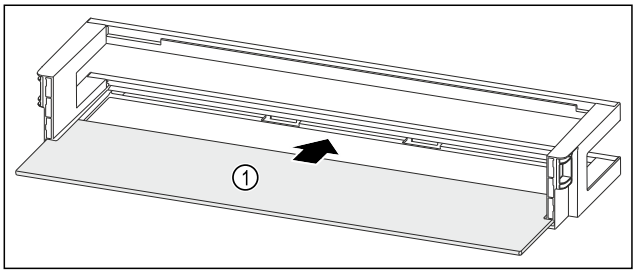

Fig. 102 Estantes en la contrapuerta con estante
▶ Introduzca el estante *Fig. 102 (1)* en los huecos laterales.